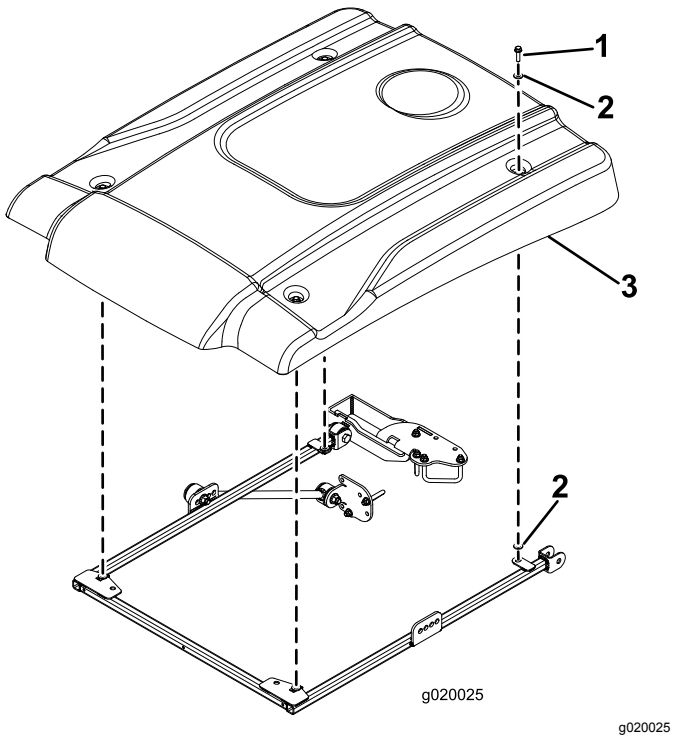

Figura 10
15. Ao alinhar os furos de montagem, posicione o toldo na estrutura como se mostra na Figura 10.
16. Monte, sem apertar completamente, cada canto do toldo na estrutura com um parafuso de cabeça flangeada (5/16 pol. x 1¼ pol.) e duas anilhas pequenas (Figura 10). Posicione uma anilha em cada lado do olhal de borracha do toldo.